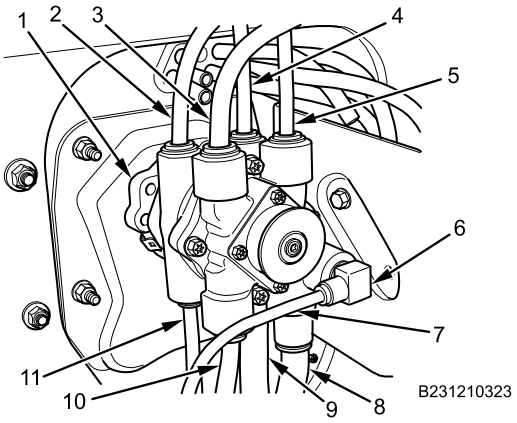

Figure 2. Foot Brake Valve Air Lines.
2. Disconnect small GREEN air line (Figure 2, Item 2) from foot brake valve (Figure 2, Item 1).
3. Disconnect large ORANGE air line (Figure 2, Item 3) from foot brake valve (Figure 2, Item 1).
4. Disconnect small GREEN air line (Figure 2, Item 4) from foot brake valve (Figure 2, Item 1).
5. Disconnect small ORANGE air line (Figure 2, Item 5) from foot brake valve (Figure 2, Item 1).
6. Disconnect small BLACK air line (Figure 2, Item 7) from angle fitting (Figure 2, Item 6) in foot brake valve (Figure 2, Item 1).
7. Disconnect large ORANGE air line (Figure 2, Item 8) from foot brake valve (Figure 2, Item 1).
8. Disconnect large GREEN air line (Figure 2, Item 9) from foot brake valve (Figure 2, Item 1).
9. Disconnect small ORANGE air line (Figure 2, Item 10) from foot brake valve (Figure 2, Item 1).
10. Disconnect small GREEN air line (Figure 2, Item 11) from foot brake valve (Figure 2, Item 1).